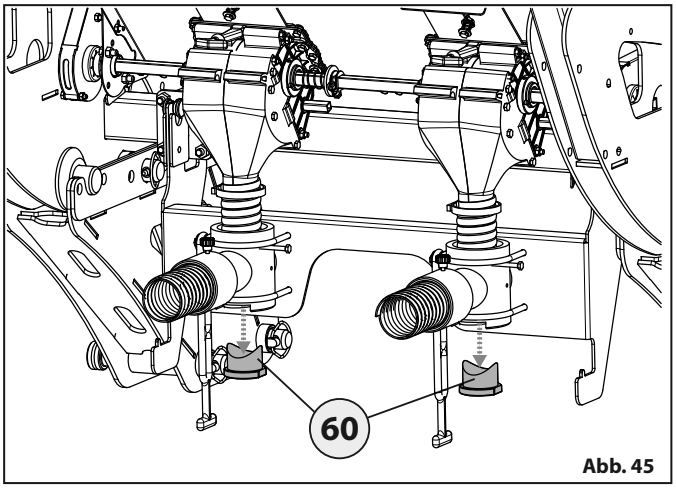

Abb. 45
- Die Verschlüsse **60** entfernen „Abb. 45".